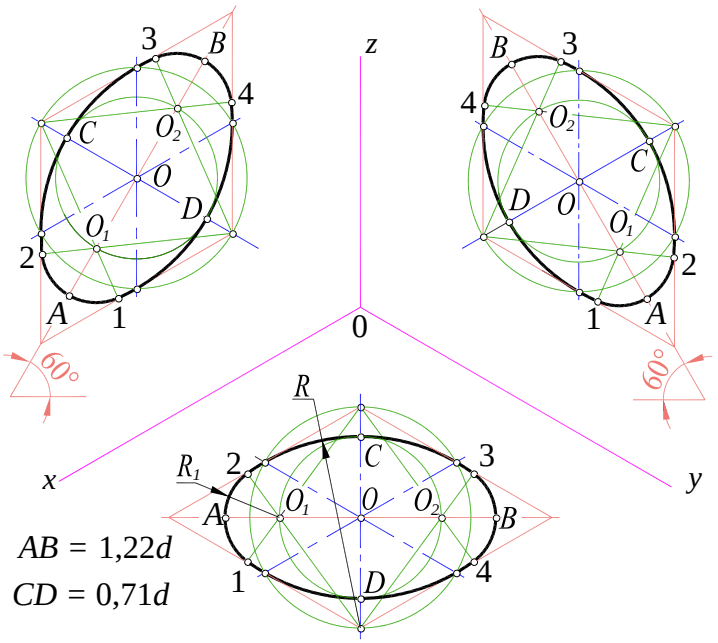

Рис. 13.3
*Решение*. Проводим изометрические оси *x, y* и строим эллипс нижнего основания (расчет длин осей и порядок построения эллипсов приведены на рис. 13.3). Затем определяем центр верхнего основания цилиндра и строим второй эллипс. Оба эллипса соединяем вертикальными образующими. Для построения точки *M* отмечаем точку *M'* на нижнем основании цилиндра (откладывая координаты $x_M$ и $y_M$ точки М). Затем на вертикальной образующей, проходящей из точки *M'* , на высоте $z_M$ отмечаем точку *M*.